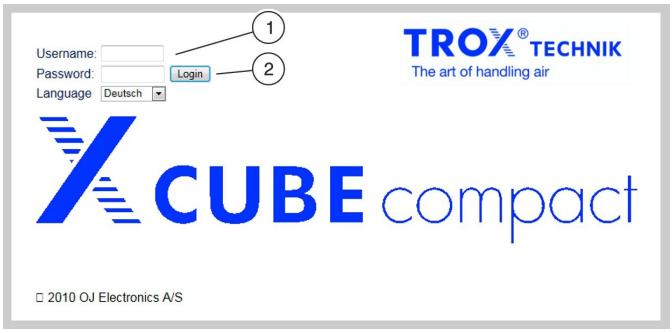

Abb. 42: Am Webserver anmelden
1. ▸ Benutzernamen (Abb. 42 /1) eintragen.
3. ▸ Schaltfläche *„Login“* (Abb. 42 /2) auswählen.